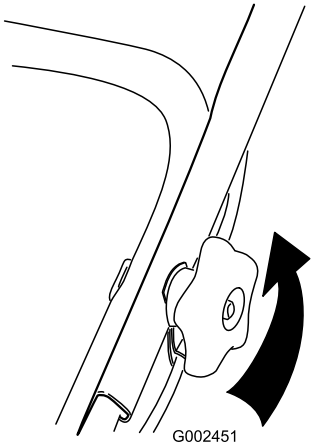

Figur 41
1. Løsne knottene på håndtaket til du kan flytte det øvre håndtaket fritt (Figur 41).